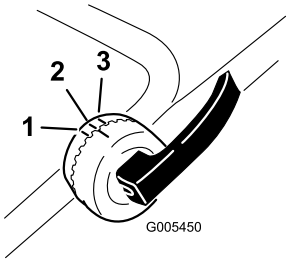

Figure 4
2. Pour régler la hauteur du guidon, déverrouillez les verrous de la partie supérieure du guidon et faites-la pivoter vers le haut. Bloquez-la dans la position qui vous convient le mieux (Figure 4).
Remarque: La partie supérieure du guidon peut être réglée à 3 positions différentes. Alignez le repère sur l'un des 3 repères à l'intérieur des verrous de la partie supérieure du guidon (Figure 4).